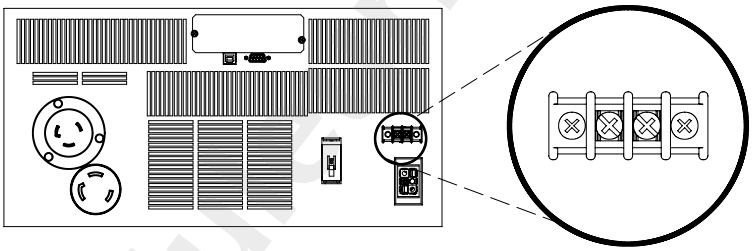

Figure 11. REPO Connector
2. Connect the switch or circuit to the REPO connector on the UPS rear panel using insulated 0.75 mm^2–0.5 mm^2 (18–20 AWG) wire. See Figure 11.